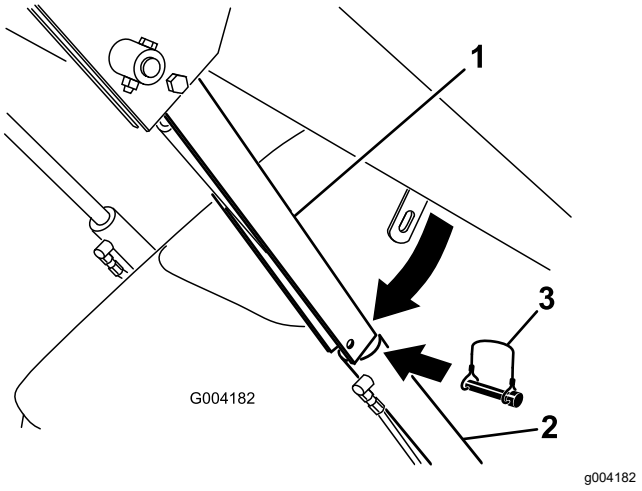

Rysunek 23
4. Wyjmij zawleczkę mocującą blokadę siłownika do ramion ładowarki (Rysunek 23).
5. Opuść blokadę siłownika nad tłoczysko siłownika i unieruchom ją za pomocą zawleczki (Rysunek 23).